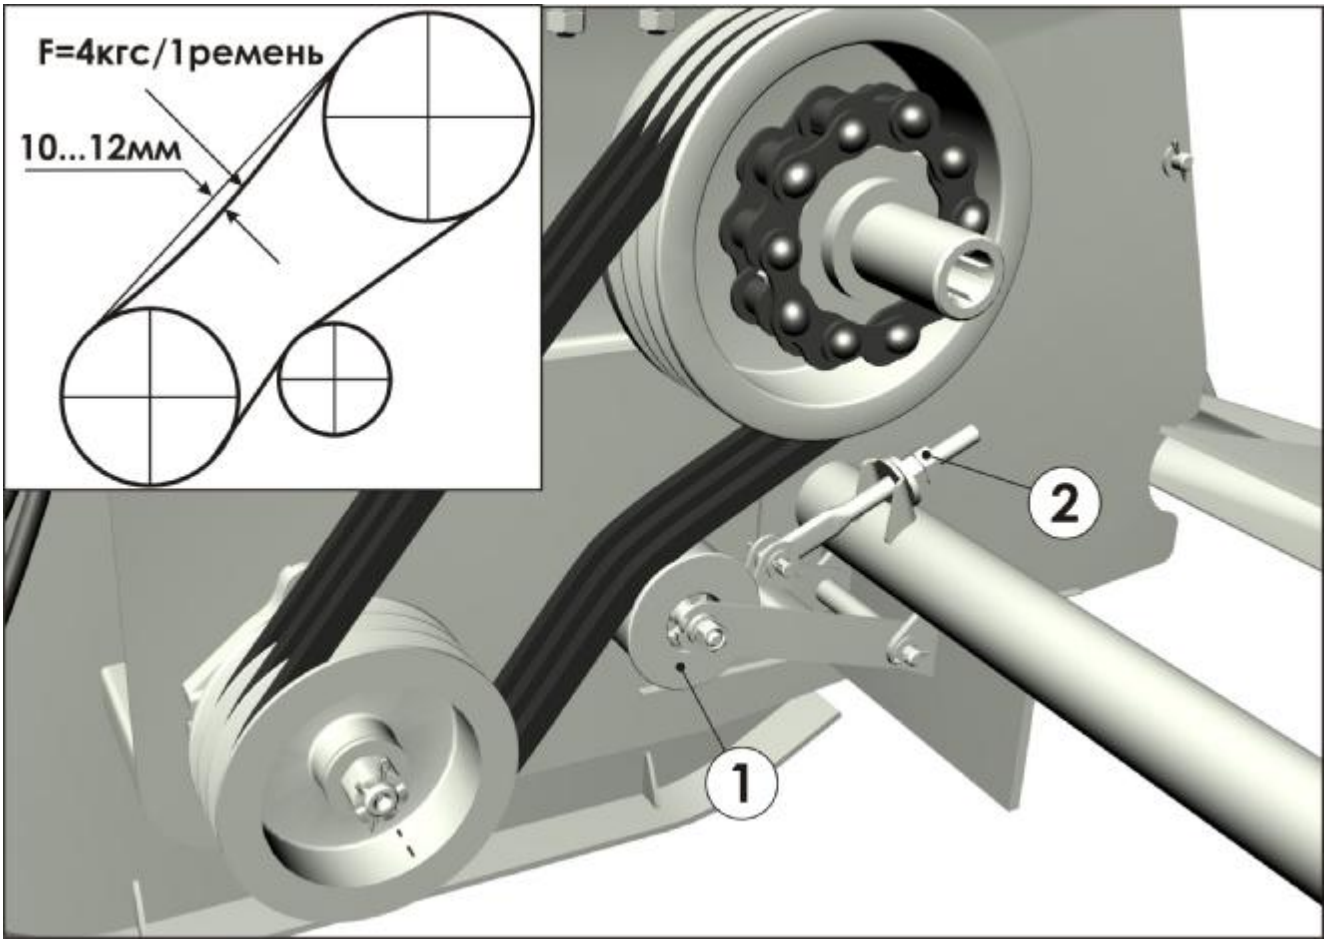

Рисунок 14 **Регулировка натяжения ременной передачи**
- натяжение клиновых ремней, при необходимости подтянуть по рис.14;
Натяжение ременной передачи осуществляется натяжным роликом 1 (рис. 14). Гайками 2 изменяется натяжение ремней. В правильно отрегулированной передаче при усилии на 1 ремень в 4кгс, его прогиб должен составить 10…12мм.